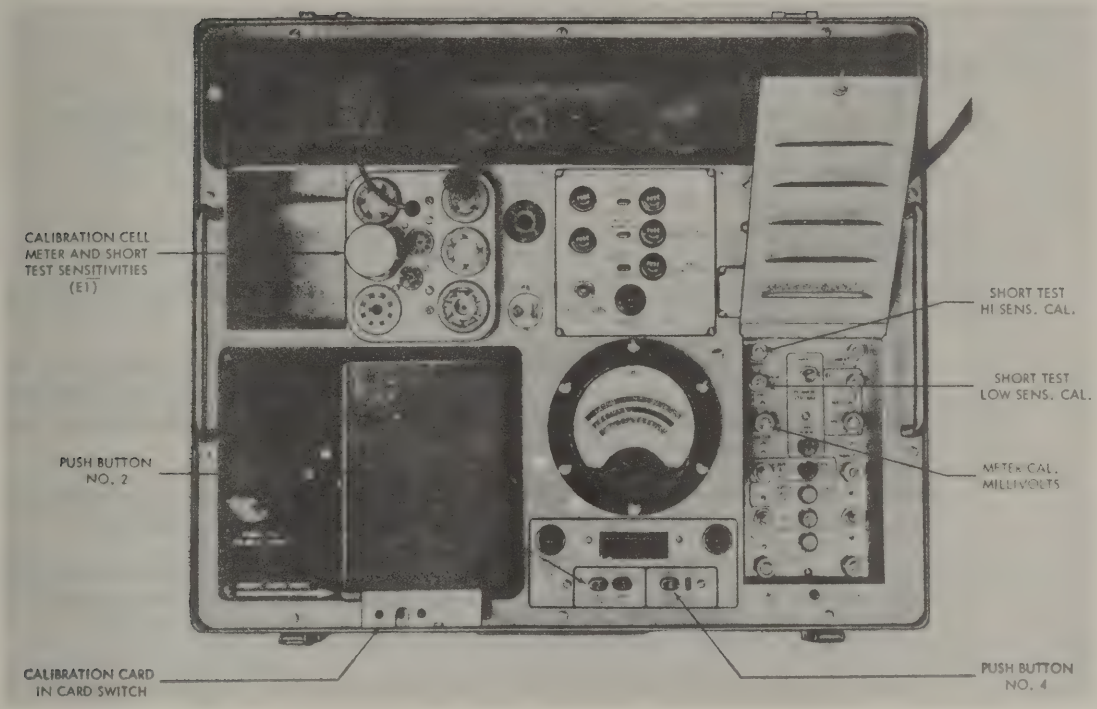

Figure 4 - Meter Sensitivity
a. Insert calibration card #1, METER, into the switch. Plug the calibration cell into the octal test socket, see figure 4. (The calibration cell is normally stored in the cover of the tube tester.) The left short lamp will glow.